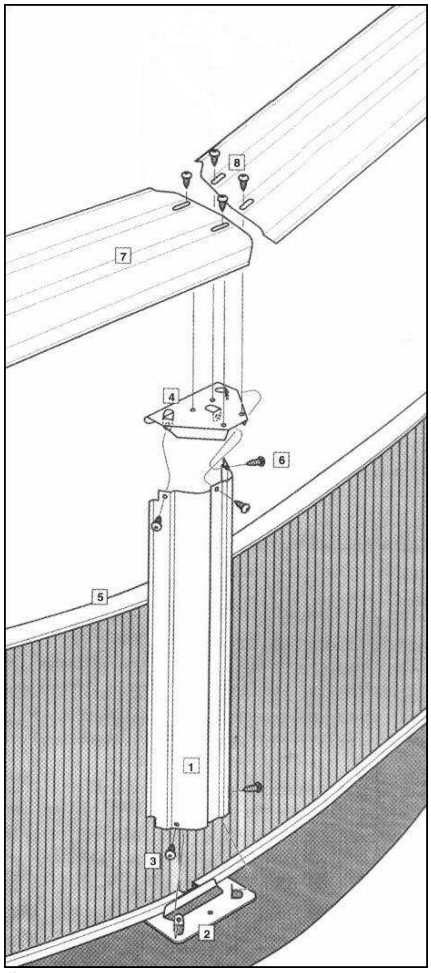

fig. 29
a) Instalar un perfil superior (fig. 29) colocando primero uno de los extremos sobre la placa superior (T2). El lado exterior del perfil superior es el más alto.